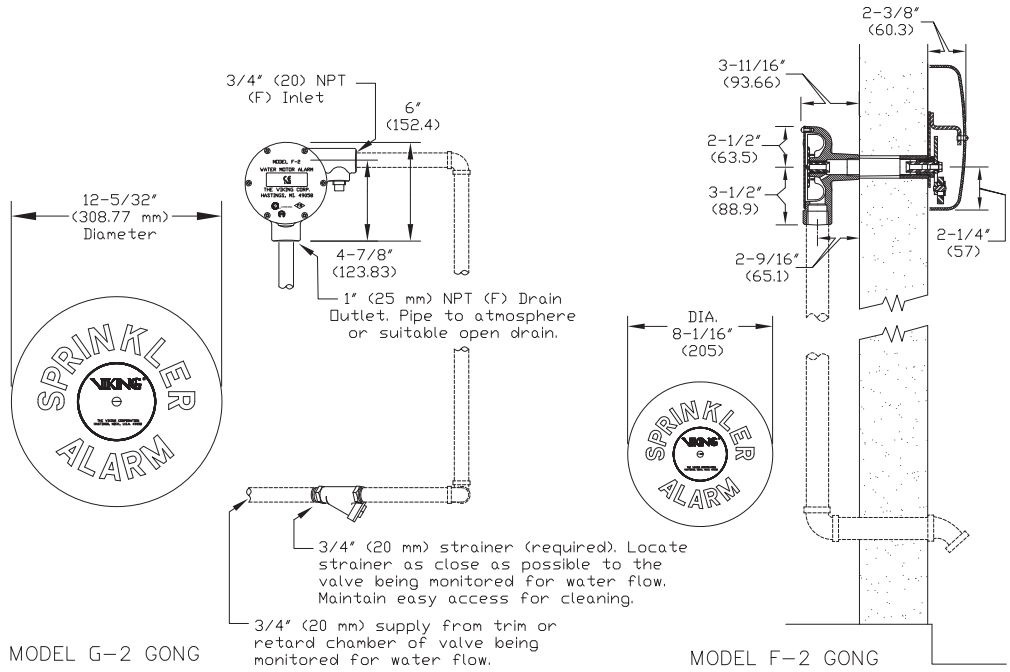

Figure 2
1. Extension Mounting Cup: Viking Part Number 05957B, Material: 14-Gauge Cold Rolled Steel, UNS-G10080, coated with black E-coat. The extension mounting cup is required when the wall thickness is less than 3” (76.2 mm). Refer to “INSTALLATION” instructions. See Figure 2.
2. Closure Plate: For use with Model F-2 only, Viking Part Number 05820B, Material: 16-Gauge Galvanized Steel, UNS-G10080. The closure plate is required when the Model F-2 Water Motor Alarm gong is mounted on an irregularly surfaced wall. It serves to prevent birds from entering the inside of the gong. The closure plate also serves as a mounting plate for sheet metal walls. Refer to “INSTALLATION” instructions. See Figure 2.